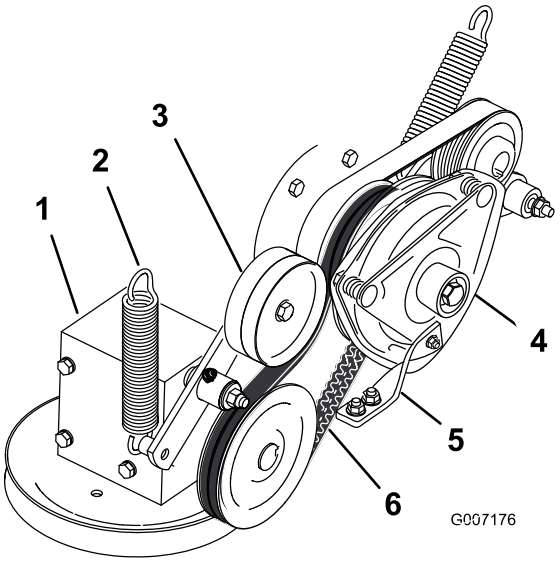

Rysunek 70
4. Zdejmij sprężynę z ramienia koła pasowego luźnego (Rysunek 70).
7. Załóż pasek napędowy WOM wokół koła pasowego sprzęgła i koła pasowego skrzyni biegów (Rysunek 70).
9. Załóż sprężynę na ramię koła pasowego luźnego (Rysunek 70).